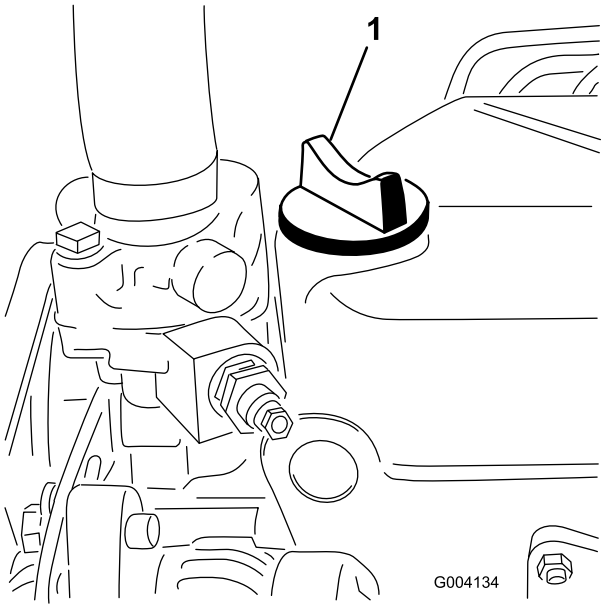

Figur 27
5. Hvis oljenivået er under full-merket, tar du av oljelokket (Figur 27) og fyller olje til nivået når opp til full-merket på peilestaven. **Ikke fyll på for mye.**